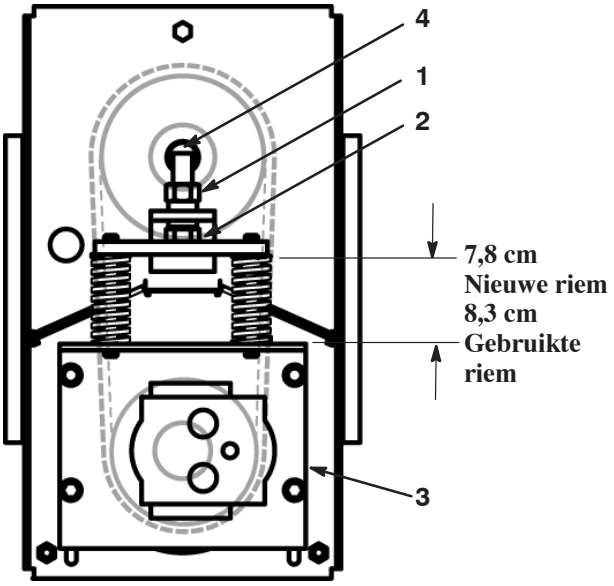

Figuur 66
5. Draai de spanbout aan totdat de veren zo ver zijn samengedrukt als wordt getoond in Figuur 66.
- Draai de (4) flenskop-tapbouten en de ringen aan om de ophangplaat van de motor vast te zetten aan het maaidek.
11. Draai de spanbout aan totdat de veren zo ver zijn samengedrukt als wordt getoond in figuur 66.